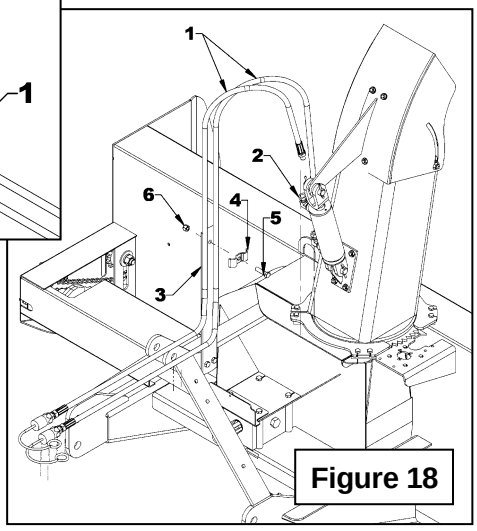

Figure 18
11. **Figure 18:** **NON FOURNI**: Connecter les deux boyaux hydrauliques (item 1) sur les coudes du cylindre hydraulique (item 2).
12. **Figure 18:** **NON FOURNI**: Faites passer les boyaux sur la souffleuse avec de bon rayon de courbure, sans toutefois interférer avec des arrêtes coupantes, ni nuire à l'entretien de la souffleuse. Maintenir en place sur le support à boyaux (item 3) avec une crampe à boyau (item 4), un boulon 3/8''NC x 1 1/2'' (item 5) et un écrou à bague de nylon 3/8"NC (item 6).